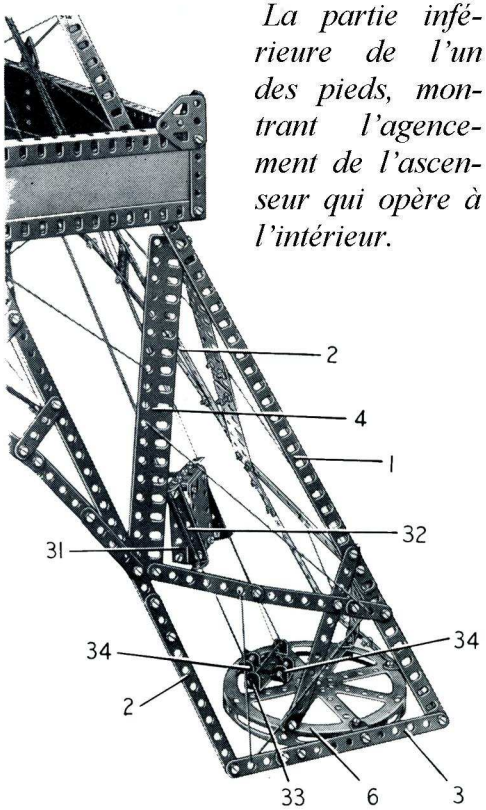
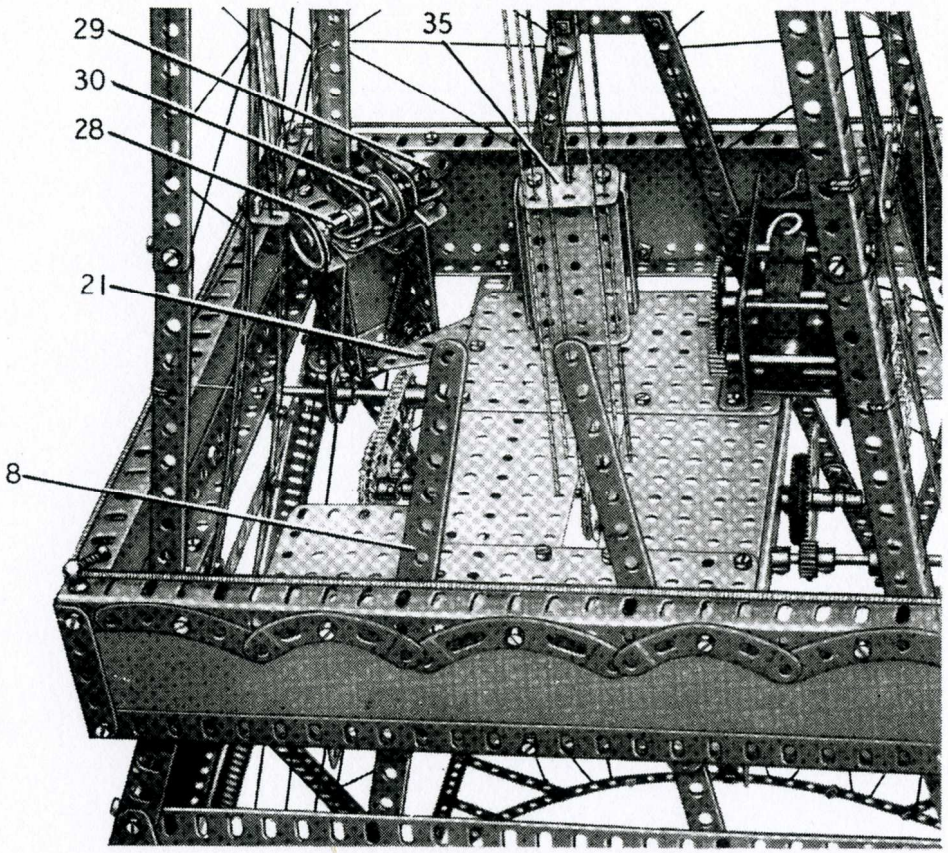

Fig. 2
Fig. 7 Une autre vue de la plate-forme centrale.
Détails des ascenseurs (Figs. 2, 5, 6 et 7)
L'ascenseur menant à la plate-forme centrale est obtenu en boulonnant des cornières de 3 trous à chaque extrémité d'une plaque flexible de 5 x 3 trous. Une bande coudée de 5 x 1 trous (31) (Fig. 2) est fixée entre les cornières, et une autre bande
coudée de 5 x 1 trous (32) est montée de chaque côté. Les bandes coudées (31) et (32) sont boulonnées ensemble à leur extrémité supérieure et reliées par un support plat à leur extrémité inférieure. Les guides pour cet ascenseur sont obtenus par une corde attachée à une des cornières de 4 trous boulonnées sur la cornière (29). La corde passe ensuite dans les rebords de l'une des bandes coudées (32), dans les rebords d'une bande coudée de 5 x 1 trous (33) (Fig. 2) boulonnée sur le flasque circulaire (6), et dans les rebords de l'autre bande coudée (32). La corde est tendue et attachée à l'autre cornière de 4 trous.
La corde actionnant l'ascenseur est attachée à un support plat boulonné à la cornière de 3 trous supérieure de l'ascenseur et à un ressort de tension placé entre les deux cornières. La corde passe ensuite sur la poulie (30) (Fig. 7) et sous deux tringles de 2,5 cm tenues par des clavettes dans deux supports doubles (34) (Fig. 2). La corde passe ensuite à travers la cornière de 3 trous inférieure de l'ascenseur et est attachée au ressort de traction de façon que ce dernier soit légèrement tendu.